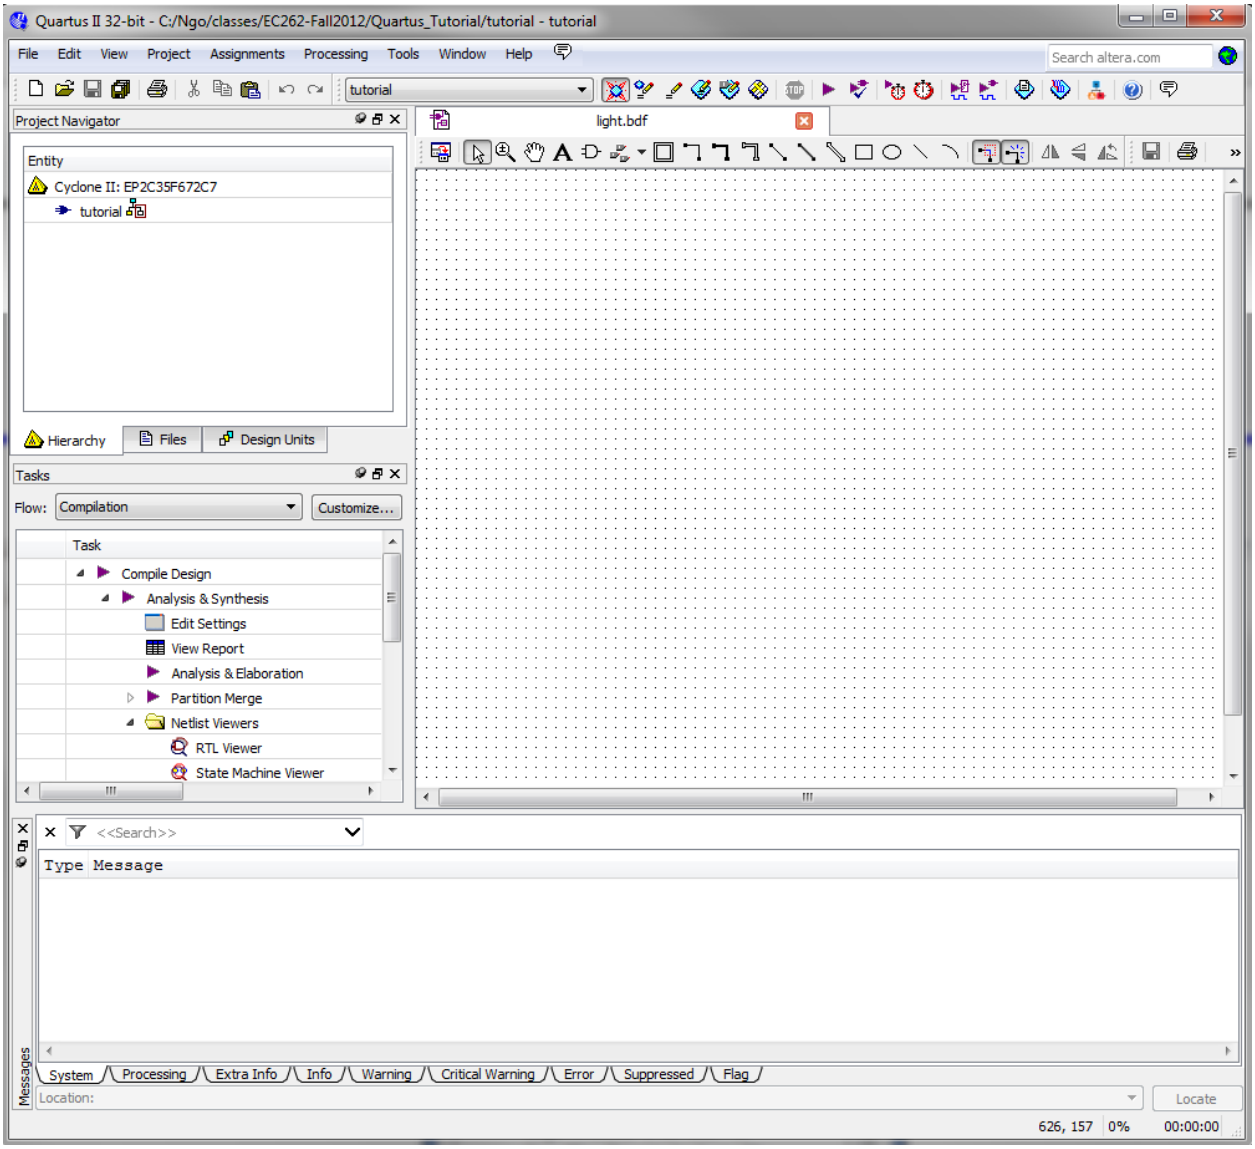

Figure 8. A Graphic Editor window.
2. Specify a name for the file. Select **File > Save As**. Save this file in the same project directory (default) as ***light.bdf***. **Note that a filename must have no spaces**. Put a checkmark in the box **Add file to current project.** Click **Save.** This step should open a Graphic Editor window as shown in Figure 8.